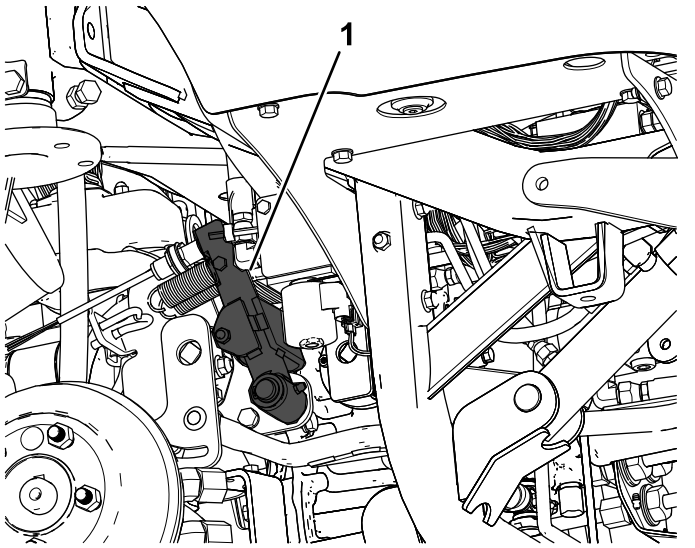
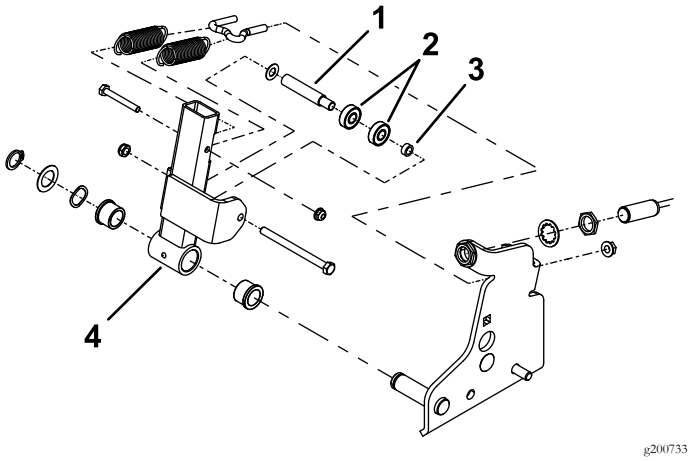

**Figure 1**
**Figure 2**
5. Localisez et déposez le bras de point mort (Figure 1 et Figure 2).
8. Montez le bras de point mort sur la machine (Figure 2).